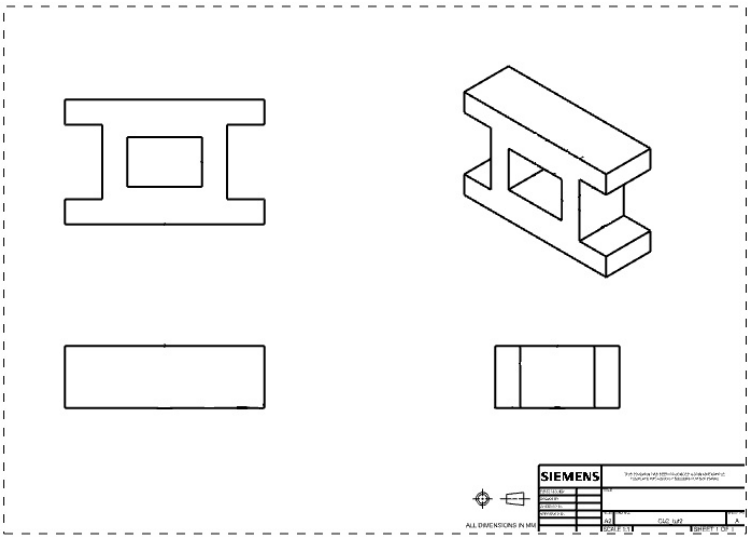

Figure 2-67 *The drawing sheet after creating the drawing views*
5. Choose the **Base View** tool from the **View** panel of the **Home** tab; the **Base View** dialog box is displayed. Next choose the **Trimetric** option from the **Model View to Use** drop-down list of the **Model View** rollout; the floating trimetric view gets attached to the cursor. Click to place this view on right of top view placed earlier. The resulting drawing sheet after generating the drawing views is shown in Figure 2-67.